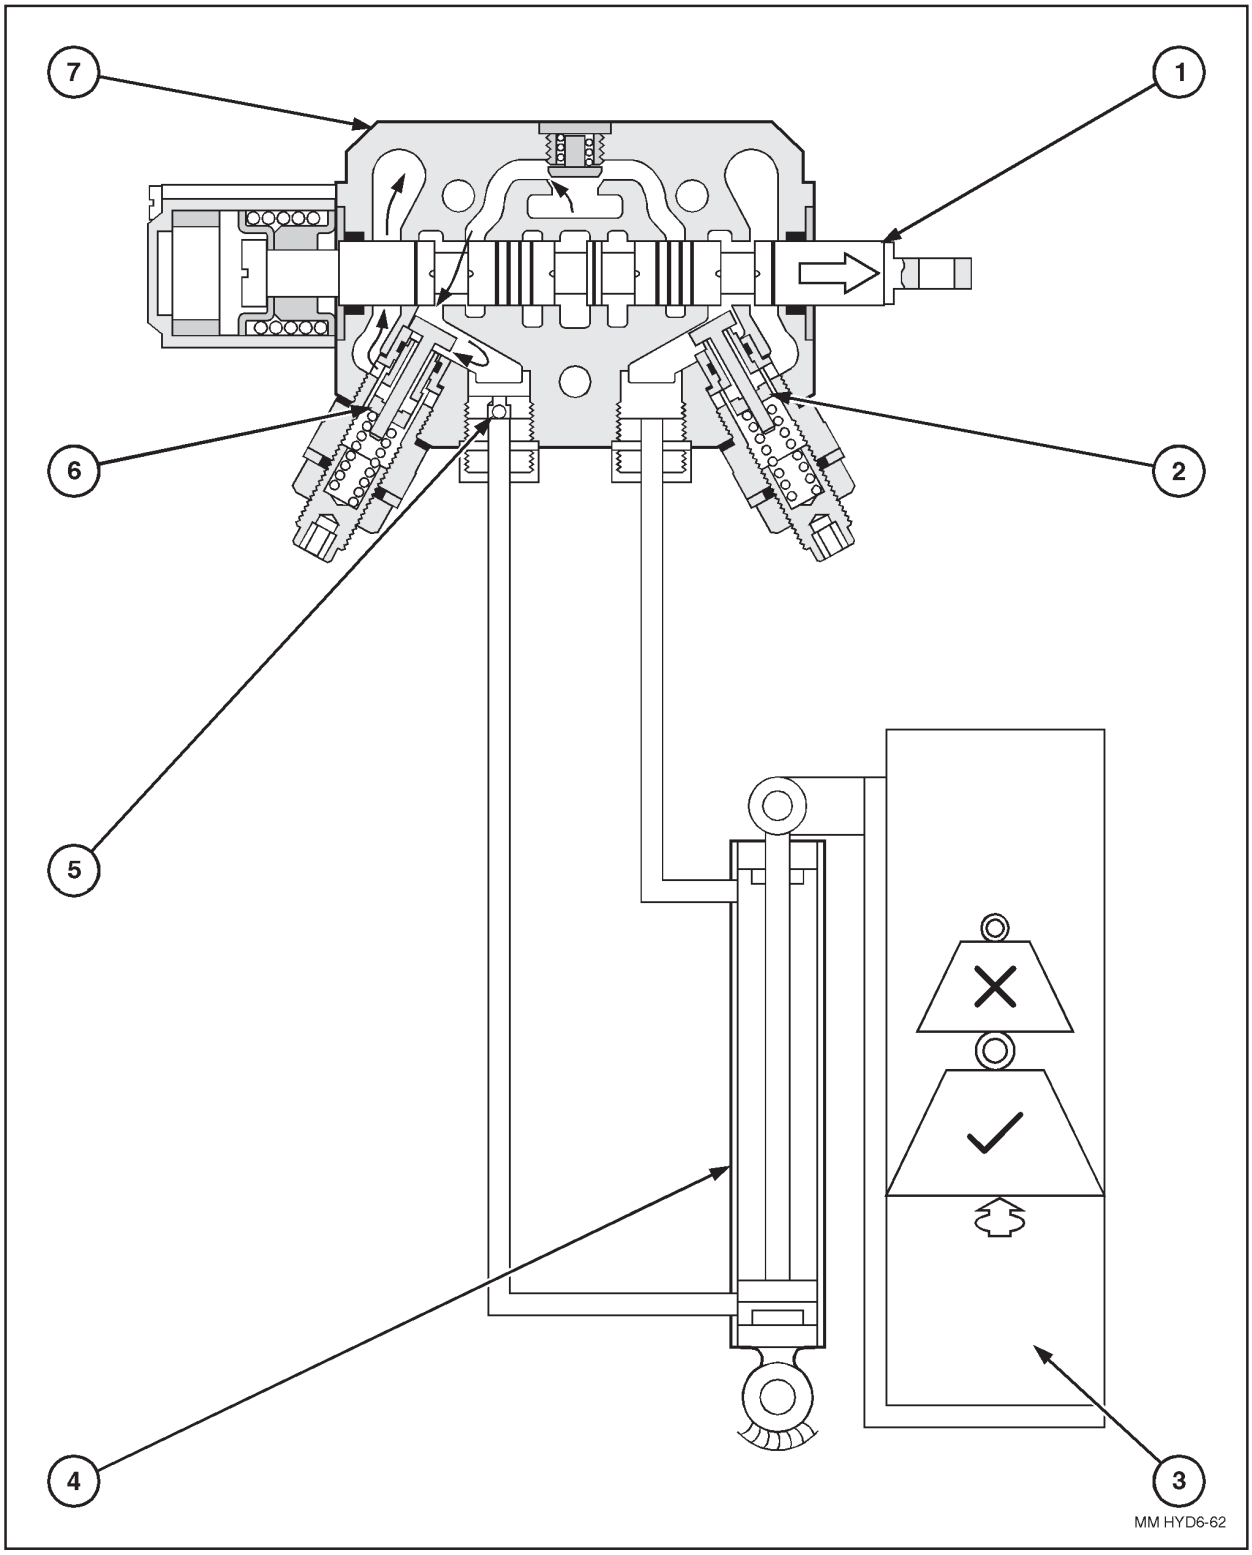

**FIGURE 29. LIFT CIRCUIT OIL FLOW WITH OVERLOAD**
- The lift circuit in figure 29 shows the relief valve action when attempting to lift excessive weight.